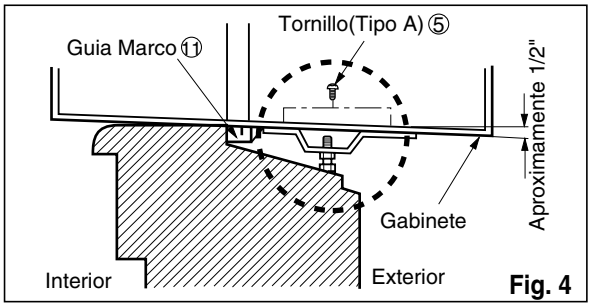

Fig. 4
Vuelva a apretar los tornillos del armario. Fije el armario al chasis con tornillos.(Ver Fig.4)
4. Seleccione la posición que ubicará el soporte del alféizar cerca del punto más exterior del alféizar.(Ver Fig. 4)
5. Pegue el soporte antepecho a los rieles de la caja en relacion a la posicion deseada usando dos tornillos Tipo A en cada soporte. (Ver Fig. 4)